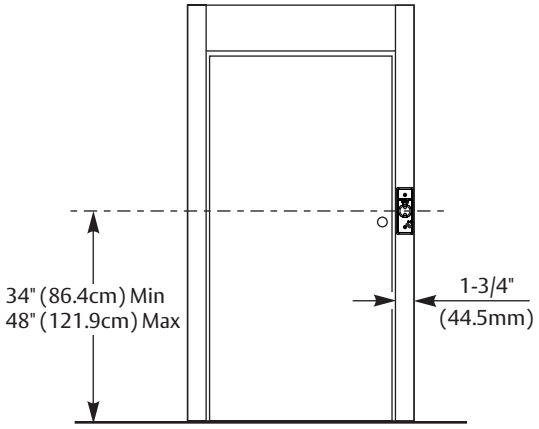

Figure 1
1. Place conduit housing on door jamb with horizontal centerline between 34" - 48" (86.4cm - 121.9cm) from floor. (Fig 1)
2. Using conduit housing as a template, mark and center punch four (4) mounting holes and conduit hole on door jamb.
3. Using 1/8" bit, drill four (4) mounting holes.